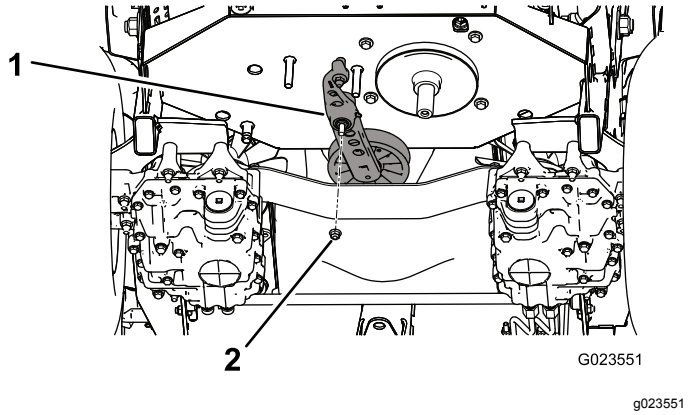

Figur 57
5. Fjern møtrikken, der fastgør spændeenheden på stellet (Figur 57).